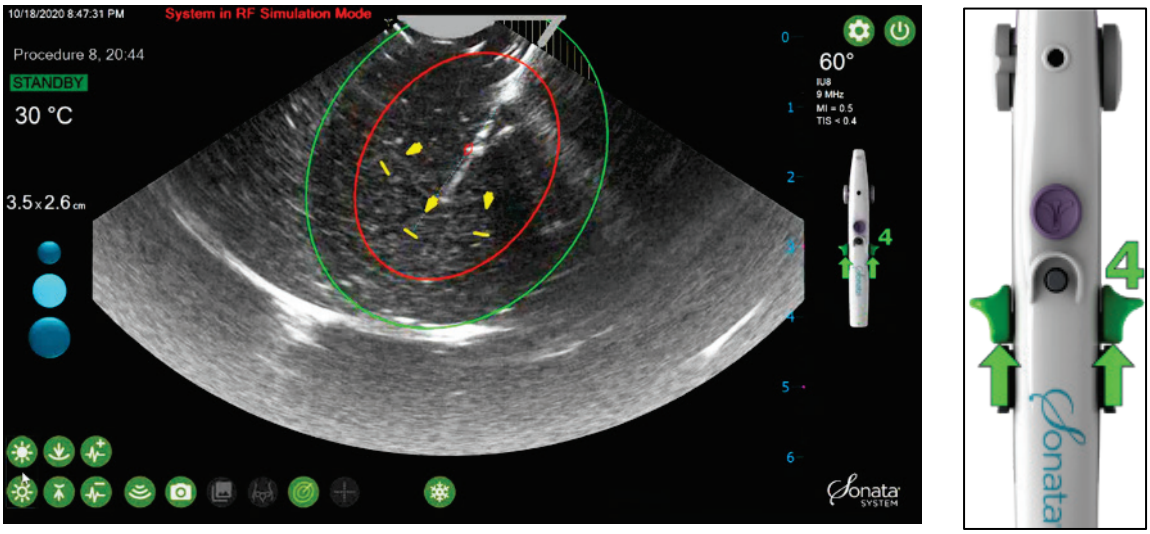

Figure 4-23. Deploy Needle Electrodes by advancing Needle Electrode Slides forward.
- While observing the live image, push the Needle Electrode Sliders forward slowly to deploy the Needle Electrodes to the Needle Electrode Plan Lines, see Figure 4-23.